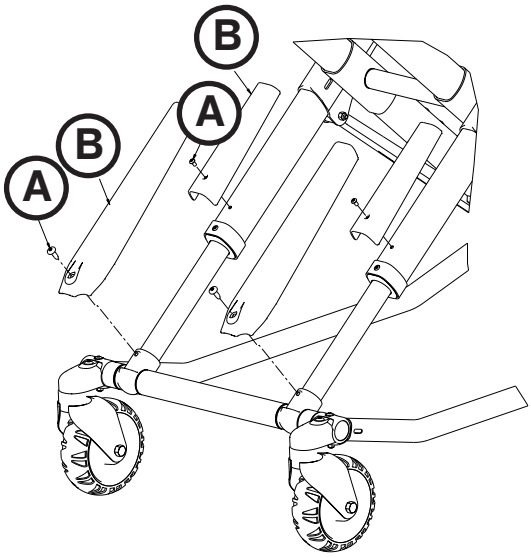

rys. 79
2. Za pomocą wkrętaka Torx T27 wykręcić wkręt kratownicy (A) mocujący osłonę ramy krzyżakowej (B) do rury wewnętrznej (patrz rys. 79).
4. Zdemontować osłonę rury zewnętrznej ramy krzyżakowej i odłożyć ją na bok, aby użyć jej ponownie z nową rurą zewnętrzną (patrz rys. 79 na stronie 11-72).